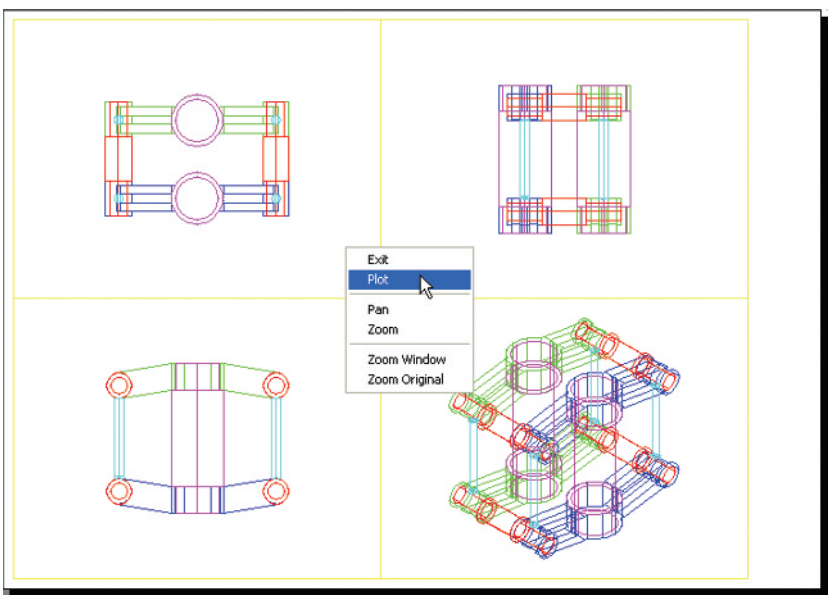

Fig. 19.8 First example – **Printing/Plotting**
First example – Printing/Plotting (Fig. 19.8)
11. *Click* the **Preview** button. The full preview of the plot appears (Fig. 19.8).
1. Open the 3D model drawing of the assembly shown in Fig. 19.8 in a single **Southwest/Isometric** view.